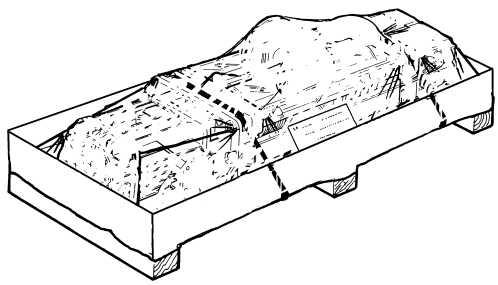

Figure 3-1 Packaged as delivered
3.1.2 The RY hoist is delivered pre-assembled on a plastic-covered pallet/skid as shown in **Figure 3-1**. During shipment and storage prior to installation, the trolley hoist should be kept between –4° and +104°F (-20° and +40°C) and the relative humidity must not exceed 90%. The standard packaging is not watertight or rainproof.